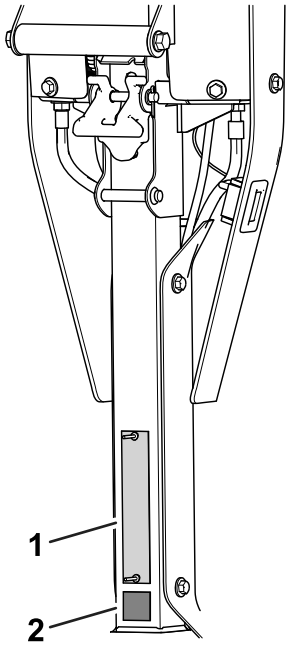

Figur 10
- Sæt CE-mærkaten på under serienummerpladen (Figur 10).